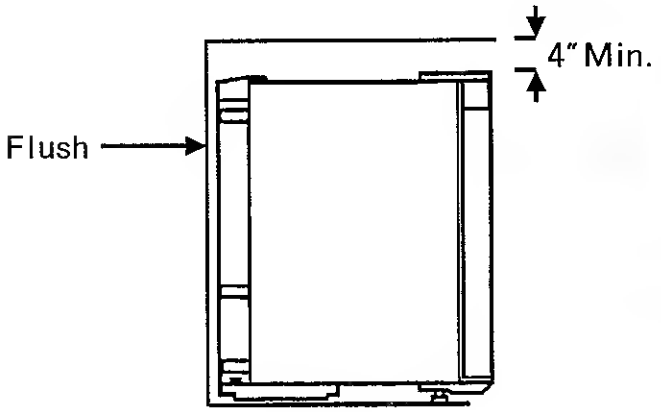
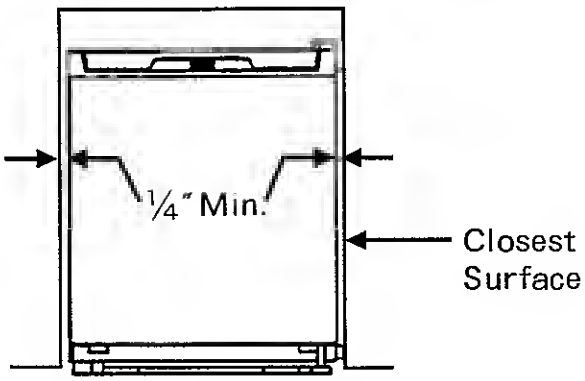

Fig.1
Fig.2
④ Fitting the door slide(In case of Fig.1,Fig.2 on page 3).